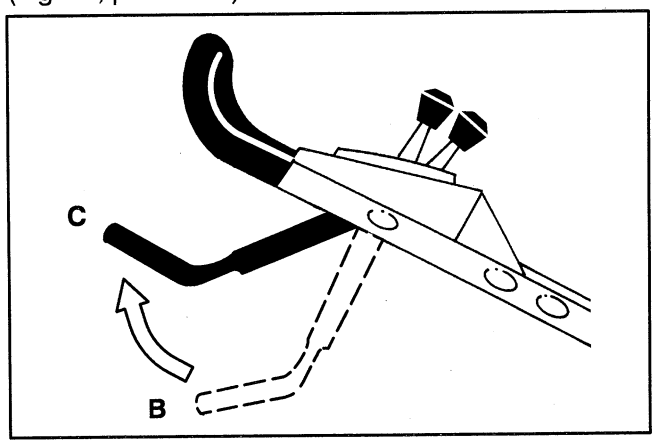

Figure 17
8. Bring the control bar up into the mid position (about 5 inches below the handle cross bar) (Fig. 17, position C).
9. Release control bar (Fig. 17, position B).